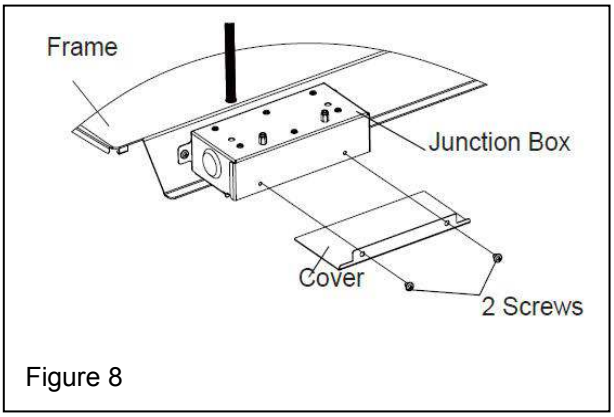

Figure 8
4. Remove the junction box cover (2 screws).Take the power cord and make it get into the box through the strain relief that is provided (see Figure 8).